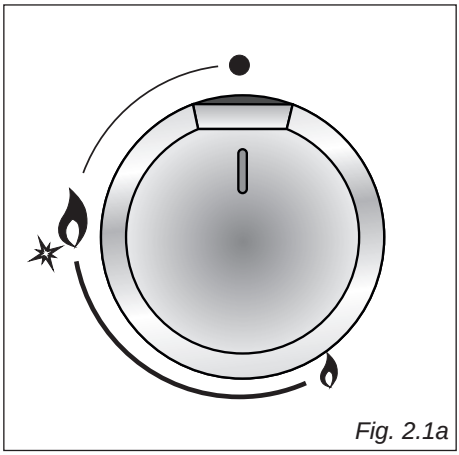
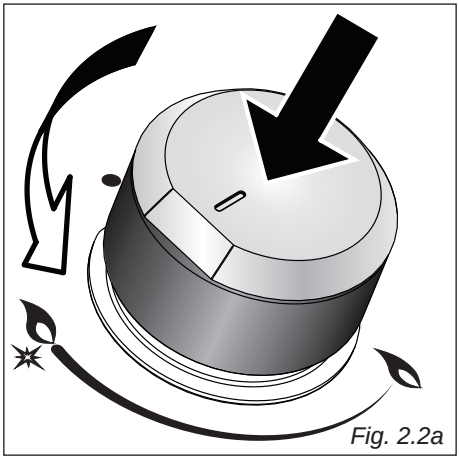

Fig. 2.1a
Fig. 2.2a
L'afflusso del gas ai bruciatori è regolato da un rubinetto valvolato comandato dalla manopola di fig. 2.1a, 2.1b.
1. Premere e ruotare la manopola corrispondente (fig. 2.2a o 2.2b) fino alla posizione di portata massima " " o " " (fiamma grande - fig. 2.1a o 2.1b) e mantenere premuta la manopola fino ad accensione avvenuta.